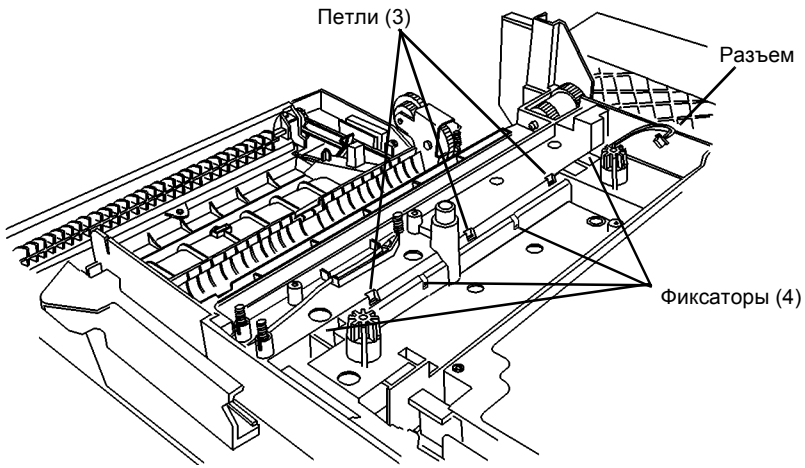

Рисунок 1 Снятие лампы стирания
8. Снимите лампу стирания (Рисунок 1).
a. Протолкните фиксаторы (4) в отверстия.
b. Со стороны полости для копи-картриджа разъедините петли (3).